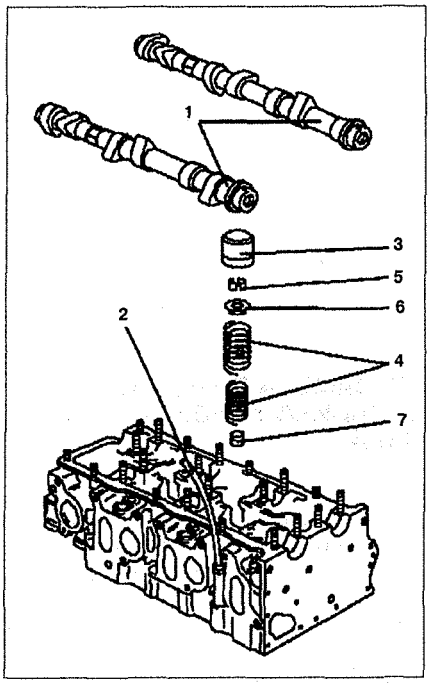

Рис. 3.22. Замена сальников клапанов:
1. Снимите распределительные валы **1** (см.рис.3.22).